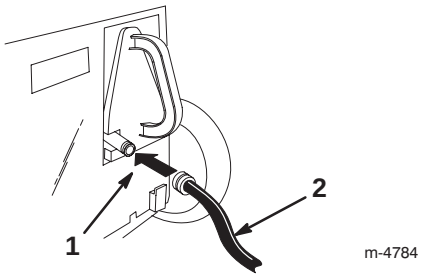

Bild 19
3. Heben Sie die hintere Klappe hoch und bringen die Kupplung am Spülanschluss des Recyclingverschlusses an (Bild 19).